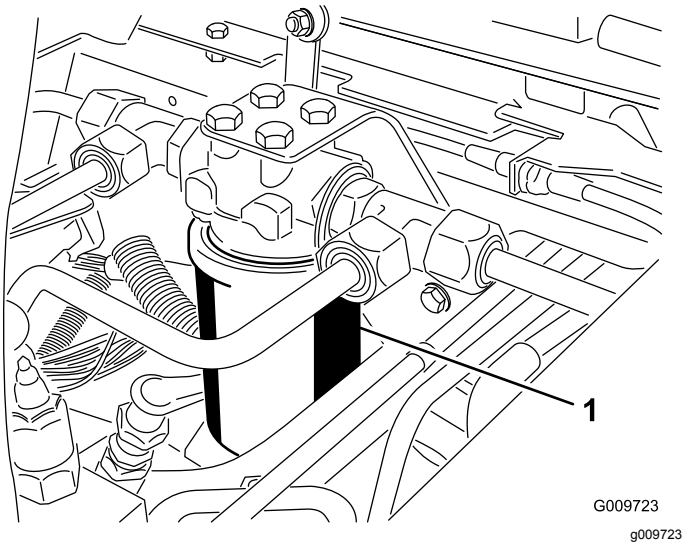
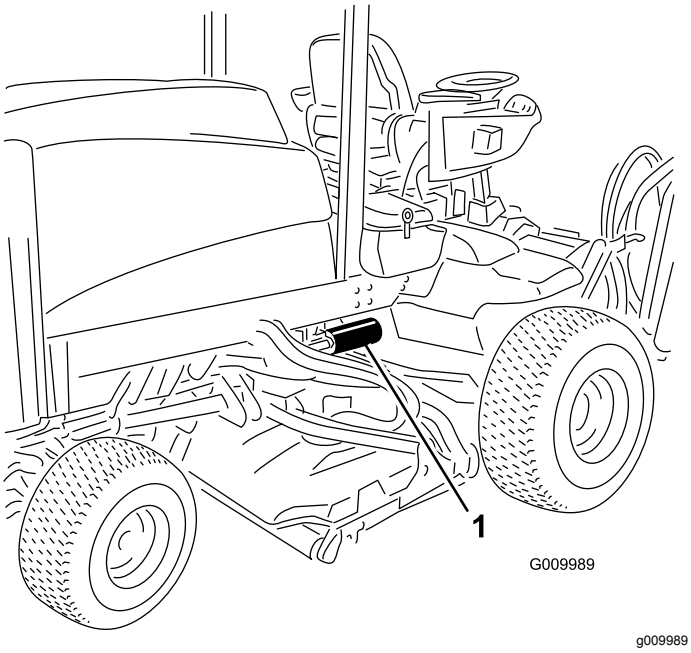

Figur 76
Figur 77
2. Rengjør området rundt der filteret skal festes. Plasser et tappefat under filteret, og ta ut filteret (Figur 76 og Figur 77).